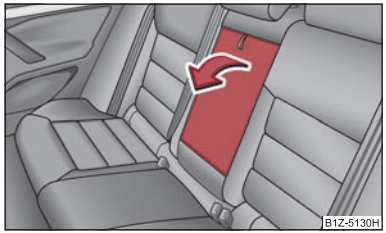

Fig. 53 Sièges AR: Accoudoir
– Afin d'accroître le confort vous pouvez sortir l'accoudoir de sa boucle et le rabattre ⇒ fig. 53. ■